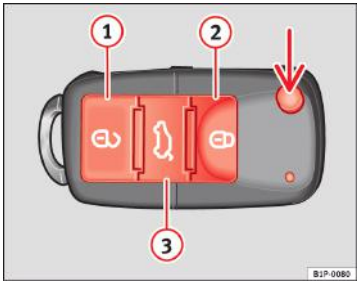

Fig. 46 Alocarea butoanelor cheii cu telecomandă
Dacă utilizați butonul ⇒fig. 46 (săgeata) de pe telecomandă, se eliberează lama cheii.
Descuierea automobilului ⇒fig. 46 (1).
Încuierea automobilului ⇒fig. 46 (2).
Descuierea hayonului. Apăsați butonul ⇒fig. 46 (3) până când toate lămpile de semnalizare a schimbării direcției de pe automobil clipesc scurt. După apăsarea butonului de descuiere (3), aveți la dispoziție 2 minute pentru deschiderea uşii. Odată expirat acest interval, uşa va fi din nou încuiată.
– Apăsați butonul 🔒 (2) ⇒fig. 46 de pe telecomandă.
– Apăsați butonul 🔓 (1) ⇒fig. 46 de pe telecomandă.